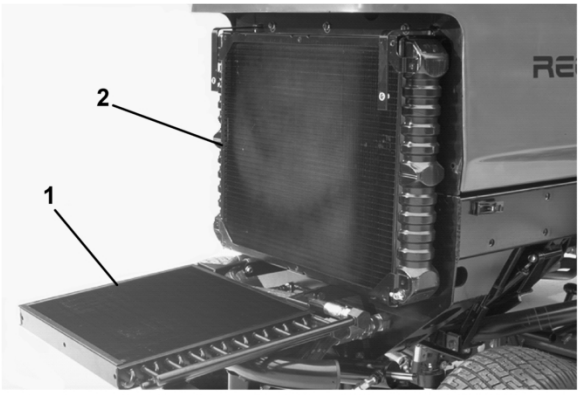

Figuur 61
3. Draai de knoppen los en kantel de oliekoeler naar achteren (Figuur 61). Reinig beide zijden van de oliekoeler en de omgeving van de radiator grondig met perslucht. U mag geen water gebruiken. Open de kap en blaas het vuil eruit naar de achterkant van de machine. Kantel de oliekoeler weer in positie en draai de knoppen vast.